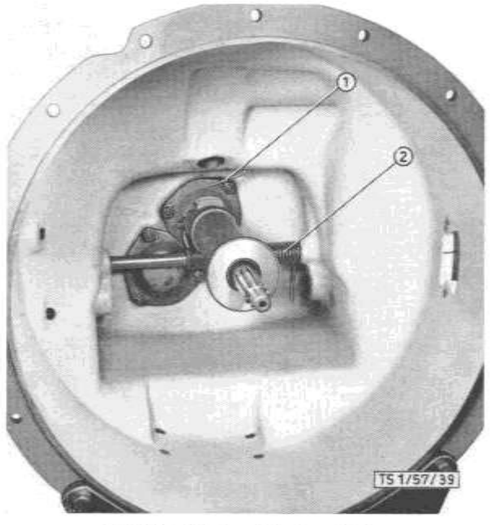

Bild 113: **Stellung des Tropfrohres**
15. Stellung des Tropfrohres (113/1) kontrollieren. In Ruhestellung des Kupplungspedales muß das Tropfrohr genau oberhalb der Schmieröffnung der Ausrückmuffe münden (Bild 113).